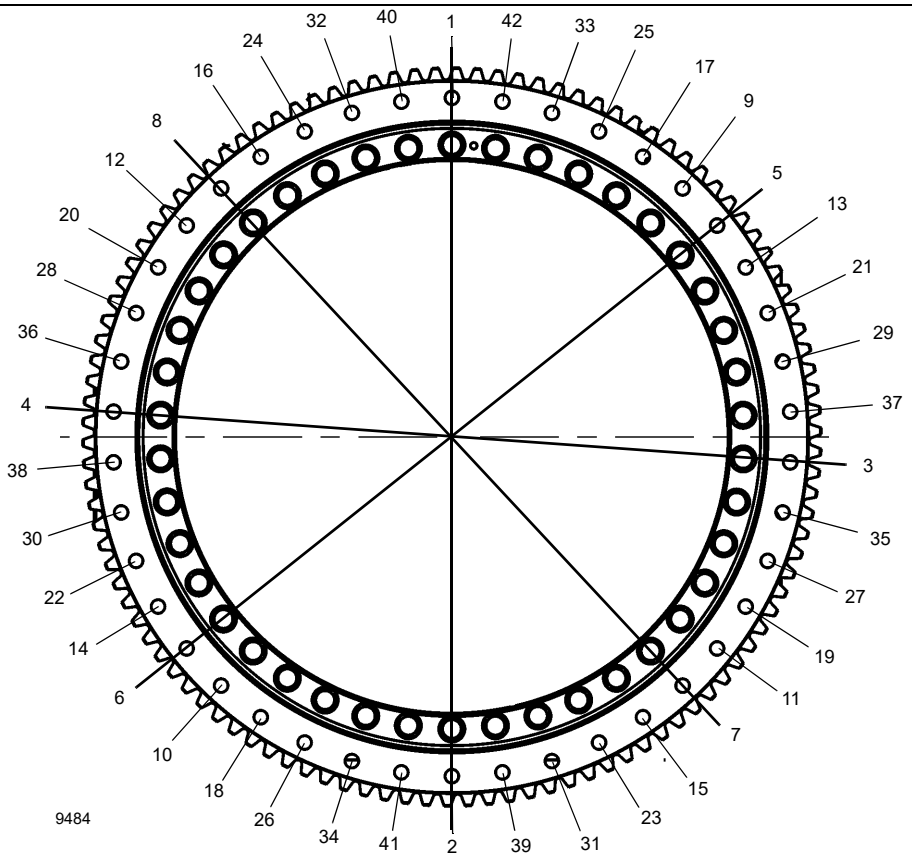

FIGURA 6-4
A pista interna do rolamento é fixada na torre por 42 parafusos M24 x 150 mm de grau 10,9 (Figura 6-4). A pista externa do rolamento é fixada na estrutura do transportador por 42 parafusos M24 x 150 mm, de grau 10,9 (Figura 6-4).
3. Aperte todos os parafusos até 80% do valor de torque total de 790 Nm ± 35 Nm (582.7 lb-pés ± 26 lb-pés) seguindo uma sequência de padrão em estrela como mostrado na Figura 6-4 começando com o parafuso número 1.
3. Aperte todos os parafusos até 80% do valor de torque total de 790 Nm ± 35 Nm (582.7 lb-pés ± 26 lb-pés) seguindo a sequência de padrão em estrela conforme mostrado na Figura 6-4 começando pelo parafuso número 1.